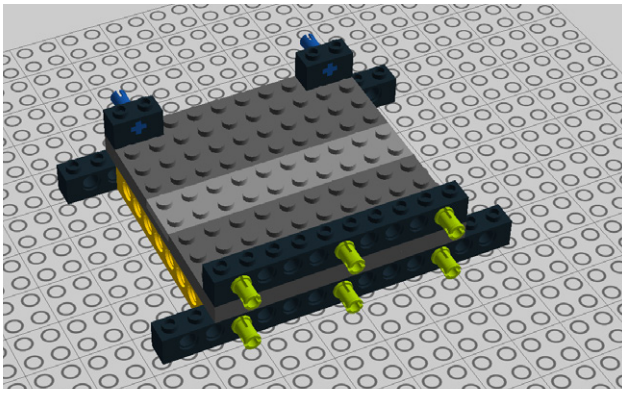

Figure 5-15. *Step 8: Adding more pegs*
8. You'll need some more connector pegs (see Figure 5-15).